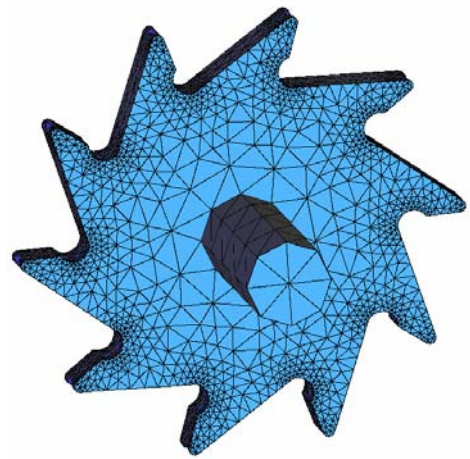

Figure 36. Mesh with assignment of sizes around the points on the wheel profile
6. A third window shows the meshing process. Once it has finished, click **OK** to visualize the resulting mesh (Figure 36).